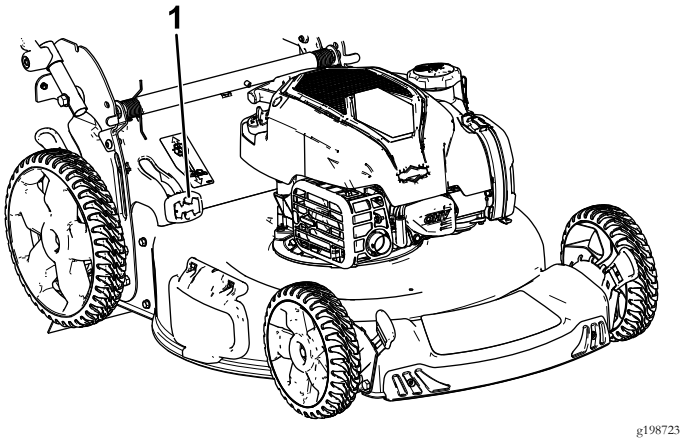

Figur 18
- **Om du vill samla upp gräs- och lövklipp** trycker du på knappen på uppsamlingspåsens snabbutlösarspak och för spaken framåt tills knappen på spaken hoppar upp (Figur 18).